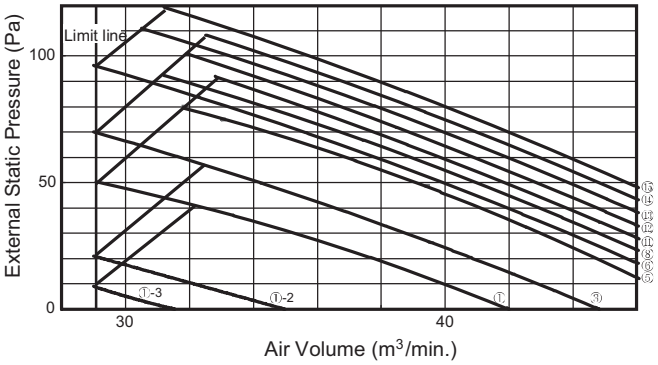

Fig. 1-123
(3) Refer to Table 1-13 and Fig. 1-123 for details on the relationship between the value of item code •b0□and the external static pressure.
(4) When set in group control (connecting multiple indoor units with one wired remote controller), set each indoor unit to item code •b0□.
Refer to Fig. 1-123 for the external static pressure setting range.
Refer to table 1-13 and Fig. 1-123 and select a value between • 0001 and • 0015